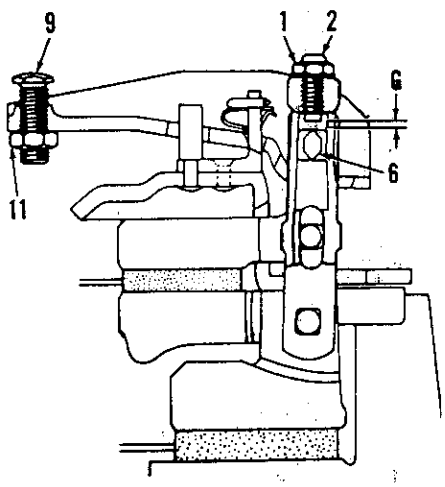

Fig. 180—Cross sectional view of release lever used on dual clutch. Gap (G) controls release of pto clutch. Gap must be adjusted after clutch is installed.
Adjust pto clutch release linkage after clutch is installed by loosening locknuts (1—Fig. 180) and backing out turning screws (2). The gap (G) between adjusting screw and release lever strut should be set at 0.050-0.054 inch for tractors with either an external clutch pedal return spring or an internal coil type return spring. Gap (G) should be set at 0.070-0.074 inch for tractors with internal leaf type pedal return spring. Turn adjusting screw (2) until correct gap is obtained, then tighten locknut while holding adjusting screw. All levers must be adjusted to same height.